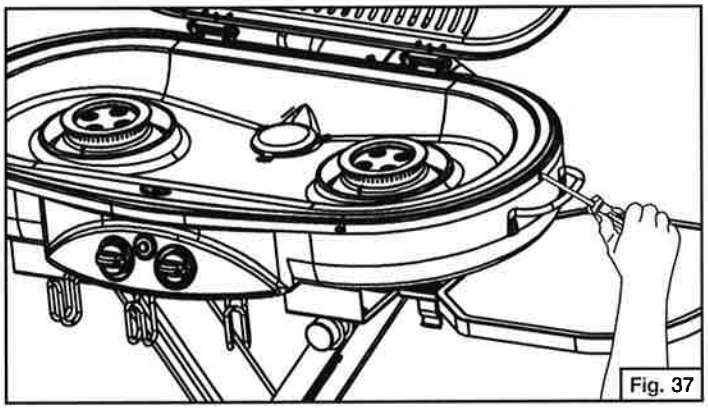

Fig. 37
3. Using a screwdriver, remove the screws holding the cooktop and set aside. (Fig. 37)